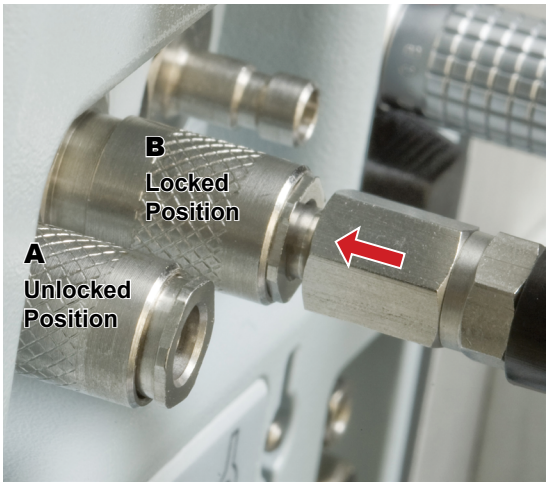

Figure 2-5 INOmax DS_{IR} Plus gas inlets
2. Make sure that the knurled sleeve is set in the unlocked position (see **A**, Figure 2-5).
When the connector is inserted properly, the knurled sleeve moves into the forward position, locking the hose in place (**B**, Figure 2-5).